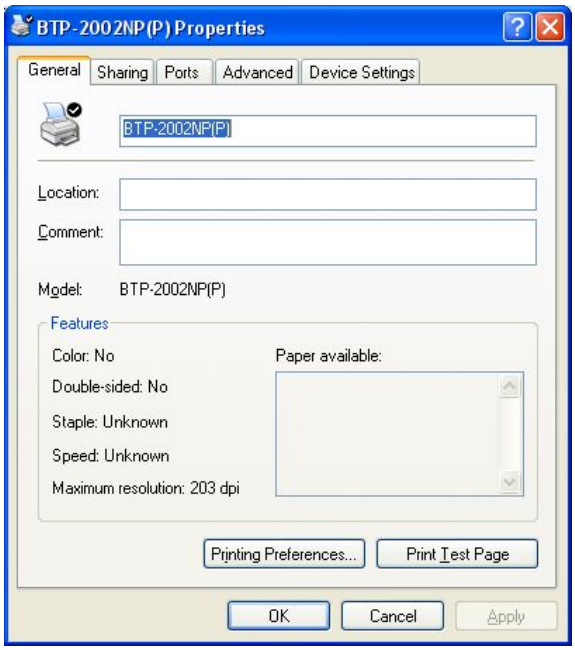

Figure 5.3.1 Printer property window
1) Right click the installed BTP-2002NP icon and open the property window (see Figure 5.3.1);